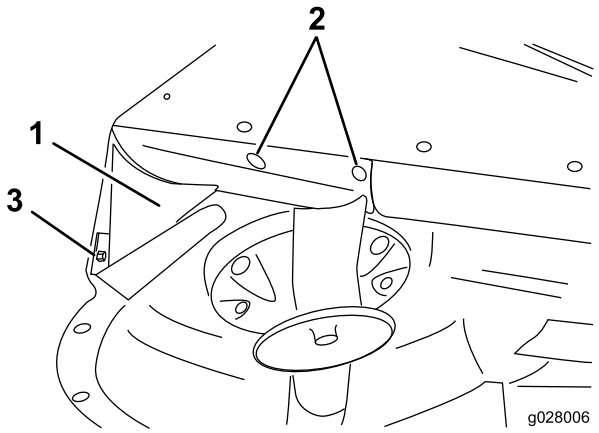

Figur 9
7. Plasser den bakre avlederen på linje med hjørnet av utslippsåpningen (Figur 9).
11. Bruk den bakre hyllen som mal, og finn, marker og bor to hull (diameter på 7,1 mm) gjennom midten av klippeenhetens buede kant (Figur 9).